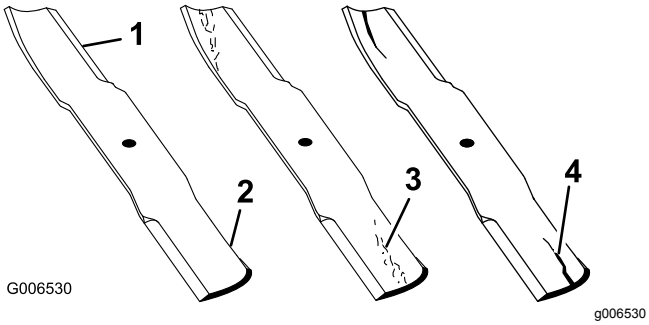

Figur 51
1. Undersøk kniveggene (Figur 51).
2. Undersøk knivbladene, spesielt buen (Figur 51).
Merk: Hvis du finner skader, slitasje eller ser at det begynner å bli hull i denne delen av kniven (elementer 3 og 4 i Figur 51), må den skiftes ut øyeblikkelig.